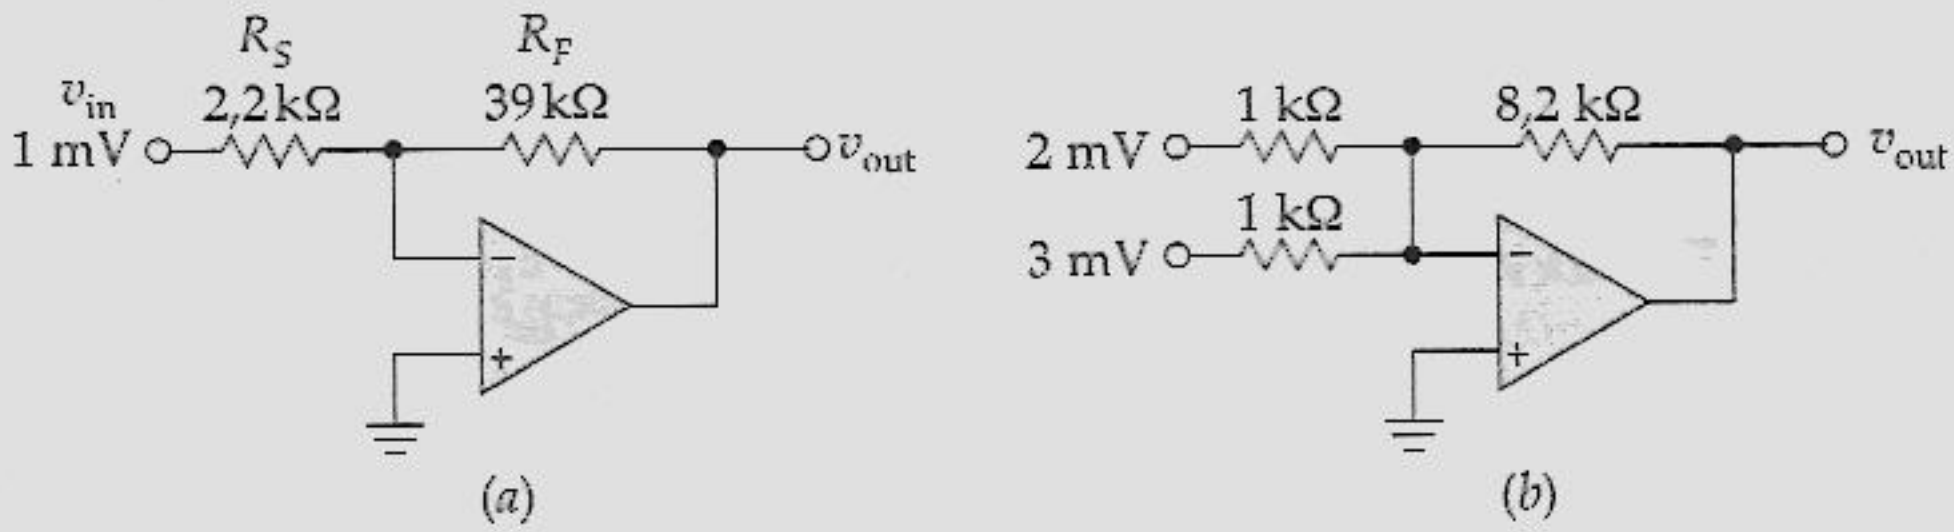

Figura 19.28
16.36 A entrada inversora da Figura 19.28*a* é um terra virtual. Qual a tensão de saída?
16.37 Qual a tensão de saída do circuito da Figura 19.28*b*?
19.38 Deduza a fórmula para o ganho de tensão v_{out}/v_{in} do circuito da Figura 19.28*a*.